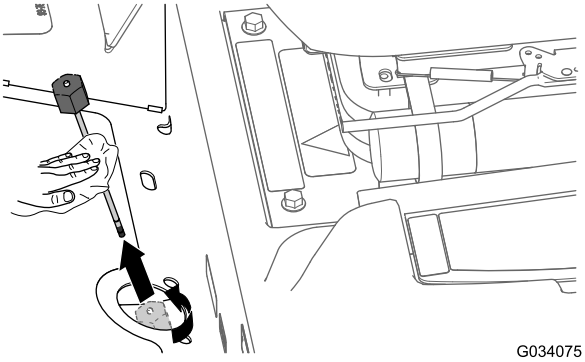

**Figur 80**
2. Løsn målepindsdækslet (Figur 80), fjern målepinden fra transakslens påfyldningsrør og tør målepinden af med en ren klud.